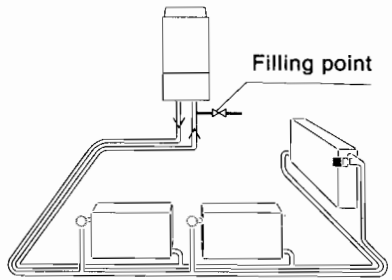

Fig. 5
5.7.2 Two-pipe system (Fig. 5)
A typical central heating installation is shown in figure 5.